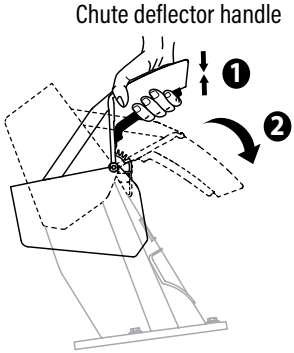

Fig. 11C
2. To decrease the distance that the snow is thrown, simply lower the deflector with the chute deflector handle. (Fig. 11C)